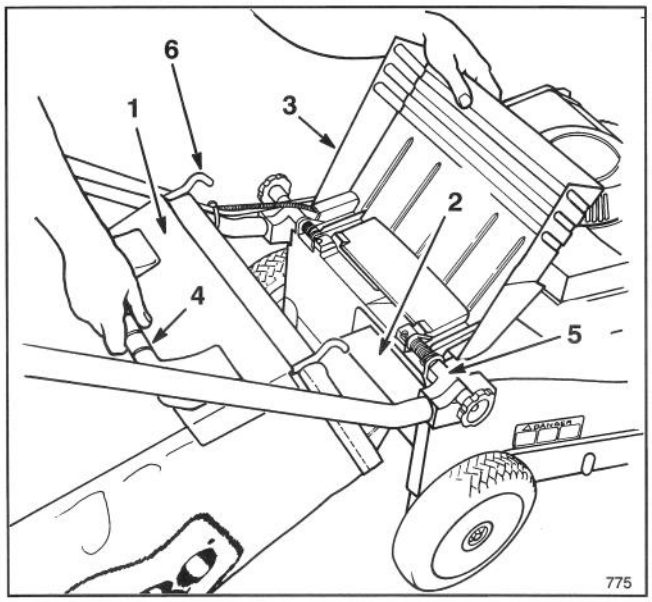
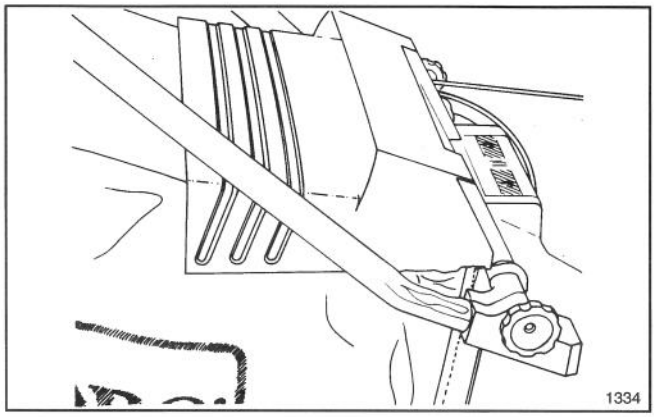

Figure 10
Figure 11
2. INSTALLING BAG—Raise discharge door, slide bag ramp attached to bag into discharge opening, and hook bag frame onto mounting bracket (Fig. 10). Allow discharge door to rest on top of bag (Fig. 11).